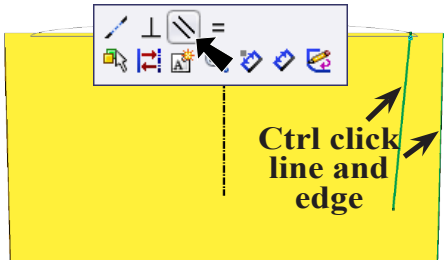

Fig. 35
Step 11. **Click line** and **Ctrl click right edge of body** to select both. Release Ctrl key and click **Make Parallel** on the Content menu, **Fig. 35**.